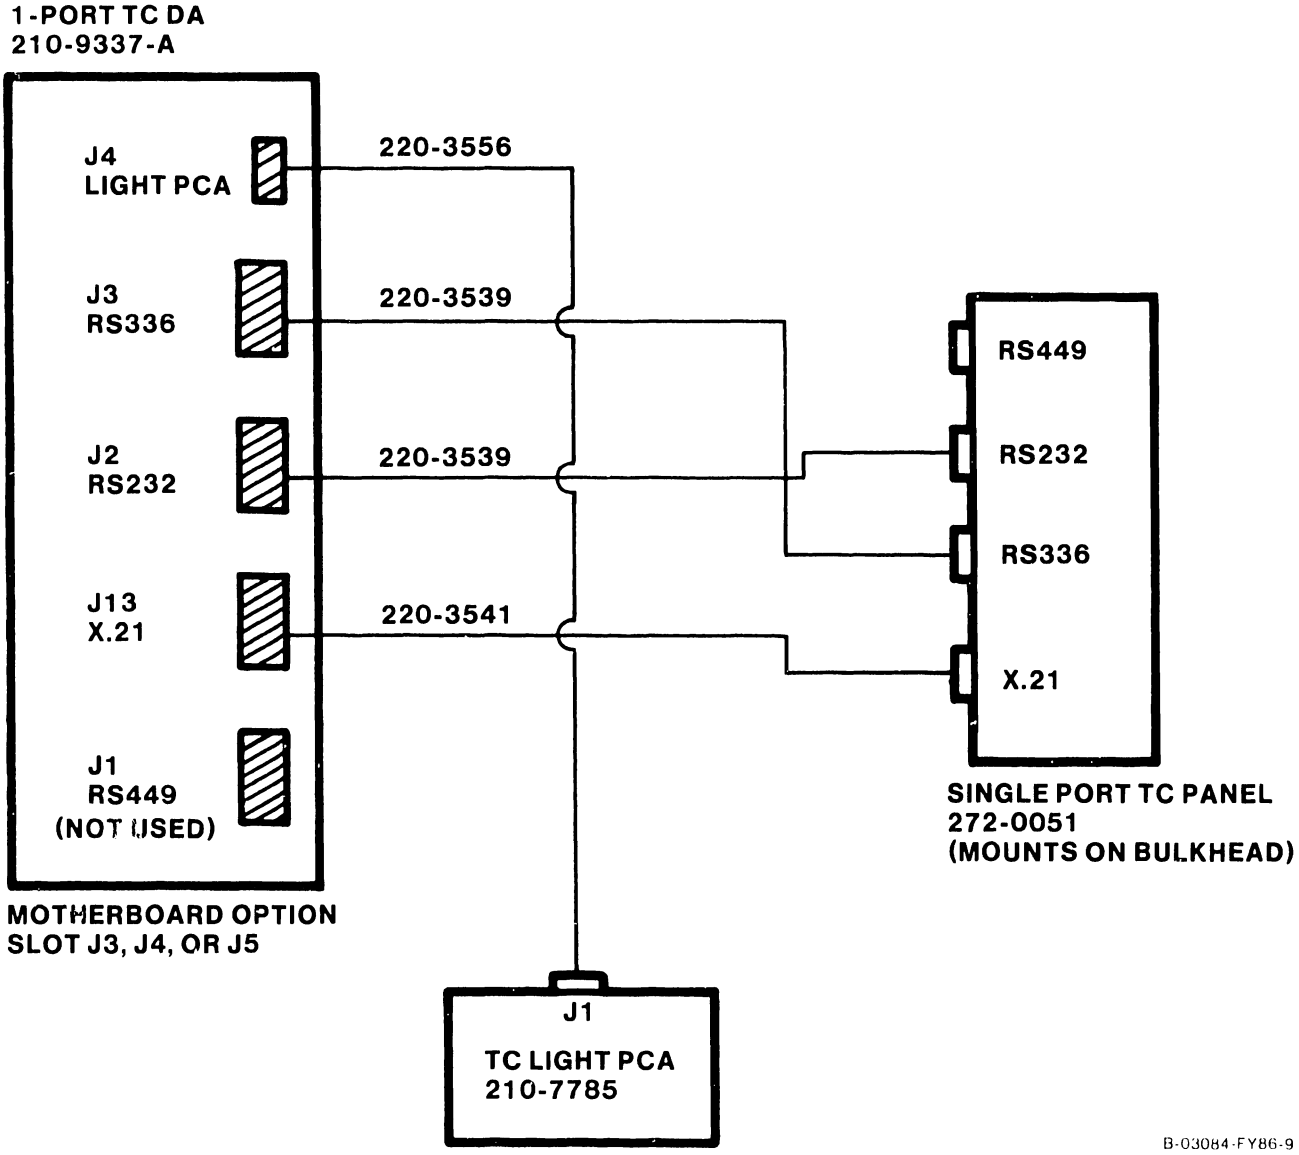

Figure 9-21. 1-Port TC DA Option Cabling
1) Install the RS232, RS336, and X.21 cables through the mainframe via the cable trough and connect the cables between the 1-Port TC DA and the 1-Port TC Back Panel as shown in figure 9-21.
2) Note cable orientation (para. 7.8) and install the Light Board Interface Cable from 1-Port TC connector J4 to the Light Board PCA connector (refer to cabling diagram figure 9-21).